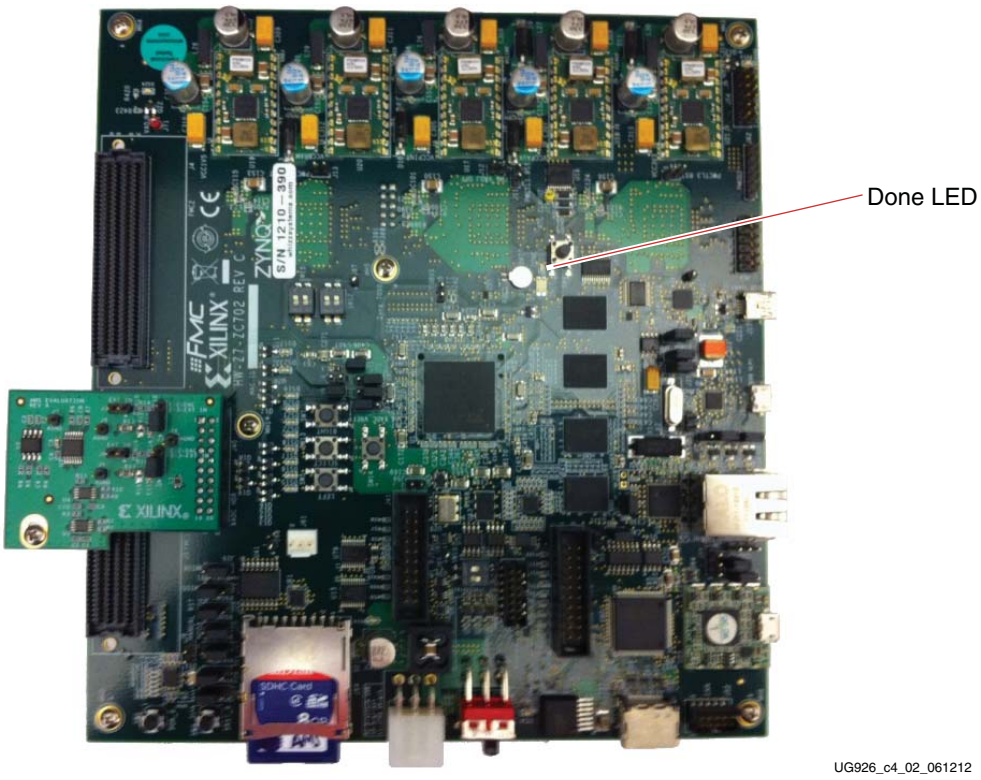

Figure 4-2: **ZC702 Board with AMS101 Evaluation Card Plugged into XADC Header**
a. Connect the ZC702 board to the AMS101 evaluation card, making sure the notch on the XADC header lines up correctly with the AMS101 evaluation card. See Figure 4-2.